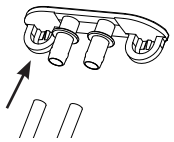

Figura 7
11. Retire los enchufes y deje que el agua se drene completamente. Consulte la figura 7.